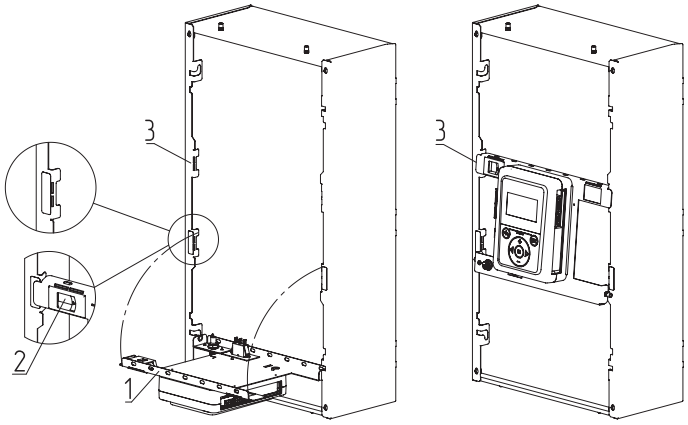

Рис. 13 Откидывание и сервисное положение кронштейна
- Откинуть кронштейн для крепления контроллера (**Рис. 13**, **поз. 1**);
- Отжать замки-защелки (**Рис. 13, поз. 2**) с двух сторон;
- Имеется возможность сменить положение кронштейна, достав его из пазов и закрепив в соответствующие пазы выше (**Рис. 13**, **поз. 3**).